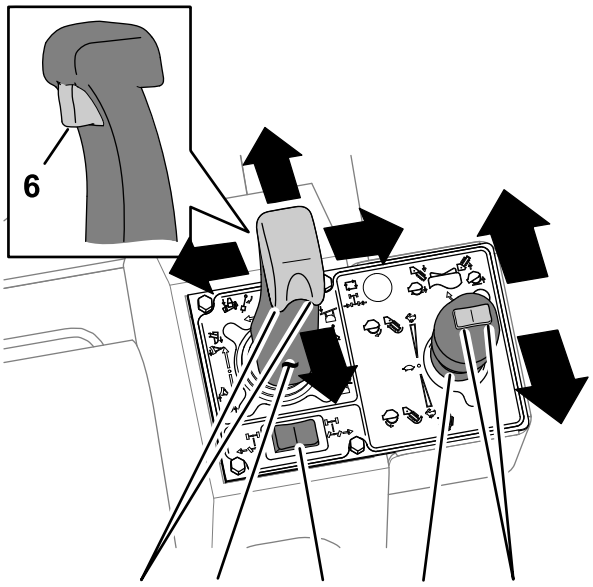

Rysunek 15
- Popchnij manipulator do przodu, aby obniżyć lemiesz lub pług wibracyjny albo pociągnij manipulator do tyłu, aby podnieść lemiesz lub pług wibracyjny (Rysunek 15).
- Przestaw manipulator w lewo, aby przechylić lemiesz w lewo albo przestaw manipulator w prawo, aby przechylić lemiesz w prawo (Rysunek 15).
- Przekręć sterowanie kciukowe w lewo, aby odchylić lemiesz w lewo albo przekręć sterowanie kciukowe w prawo, aby odchylić lemiesz w prawo (Rysunek 15).
- Przekręć sterowanie kciukowe w lewo, aby skierować pług wibracyjny w lewo albo przekręć sterowanie kciukowe w prawo, aby skierować pług wibracyjny w prawo (Rysunek 15).
- Pociągnij spust na manipulatorze, aby włączyć pozycję swobodną lemiesza w górę i w dół (Rysunek 15).
- Przestaw manipulator do tyłu, aby włączyć wibracje pługa (Rysunek 15).
- Przestaw manipulator jeszcze bardziej do tyłu, aby zwiększyć wibracje (Rysunek 15).
- Przestaw manipulator w stronę położenia neutralnego, aby zmniejszyć i zatrzymać wibracje (Rysunek 15).
- Przestaw manipulator do przodu, aby włączyć ruch łańcucha kopiącego do przodu (Rysunek 15).
- Przestaw manipulator jeszcze bardziej do przodu, aby zwiększyć prędkość łańcucha (Rysunek 15).
- Przestaw manipulator w stronę położenia neutralnego, aby zatrzymać łańcuch koparki (Rysunek 15).
- Naciśnij przełącznik w lewo, aby obniżyć wysięgnik osprzętu (Rysunek 15).
- Naciśnij przełącznik w prawo, aby podnieść wysięgnik osprzętu (Rysunek 15).